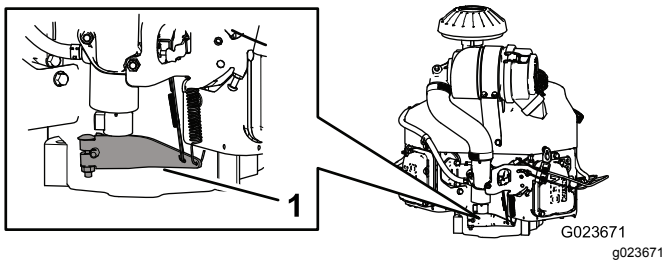

Figur 66
3. Skyv fjærenden til regulatorarmen nedover (Figur 66).